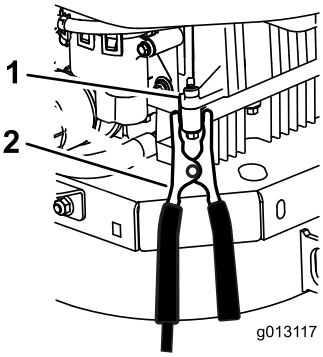

Figuur 58
6. **Maak de laatste verbinding met het motorblok van de gestrande machine (NIET met de minpool van de accu) weg van de accu en ga op een afstand staan (Figuur 58).**